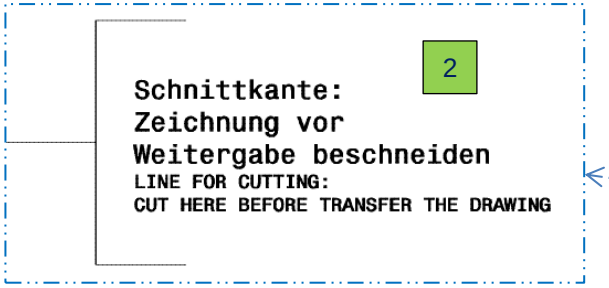

Bild 2.1.2
- Schnittkante mit Text 2 kennzeichnen (*Bild 2.1.2*). Der Text ist ein CatiaV5 Katalogelement.